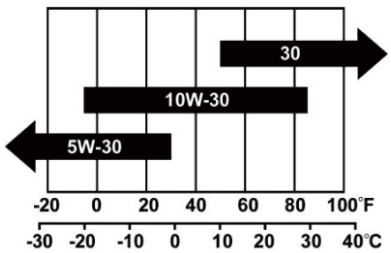

Рисунок 4. Зависимость класса вязкости моторного масла от температуры окружающей среды.
Рекомендуется для использования моторное масло для четырехтактных двигателей с воздушным охлаждением с классом вязкости SAE 10W-30. Моторное масло других вязкостей могут быть выбраны в соответствии с фактической средней температурой окружающей среды и информацией, показанной на графике, Рисунок 4.
Моторное масло с вязкостью SAE 10W-30 рекомендуется для использования в полном диапазоне температур. Моторное масло других вязкостей могут быть выбраны в соответствии с фактической средней температурой окружающей среды и информацией, показанной на графике, Рисунок 4.
6. Заправьте моторное масло рекомендованного типа до верхней отметки на щупе, Рисунок 4.